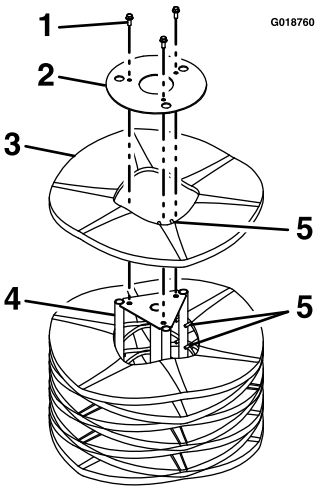

Figuur 35
5. Zet de borstel verticaal neer zodat de afneembare eindplaat naar boven wijst (Figuur 35).
6. Neem de bevestigingsmiddelen van de eindplaat (Figuur 35).
8. Plaats de nieuwe segmenten zodat de metalen uitlijnvingers verspringen, zoals in Figuur 35.